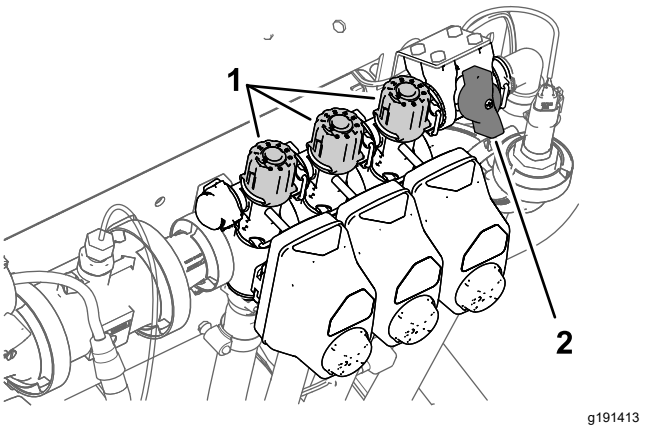

Figura 32
2. Desactive el interruptor de la sección izquierda y ajuste el mando de desvío de la sección (Figura 32) hasta que el caudal indicado coincida con el valor anterior, según la tabla.
4. Ajuste el mando de desvío de la sección derecha (Figura 32) hasta que el caudal indicado coincida con el valor anterior, según la tabla.
6. Ajuste el mando de desvío de la sección central (Figura 32) hasta que el caudal indicado coincida con el valor anterior, según la tabla.